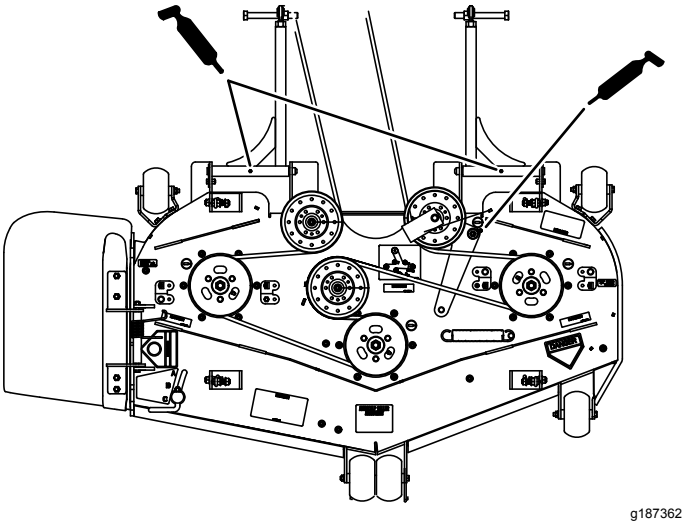
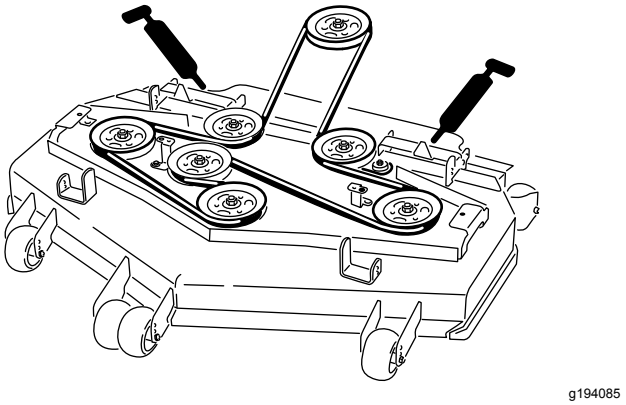

Figur 54
Figur 55
6. Smør lederullarmen på klippeenheten (Figur 54).
7. Smør niplene på trykkarmene (Figur 54 eller Figur 55).